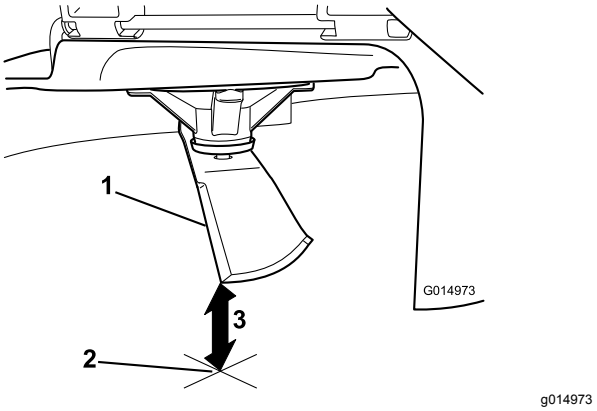

Figure 55
5. Mesurez la distance entre la pointe de la lame et la surface plane (Figure 55).